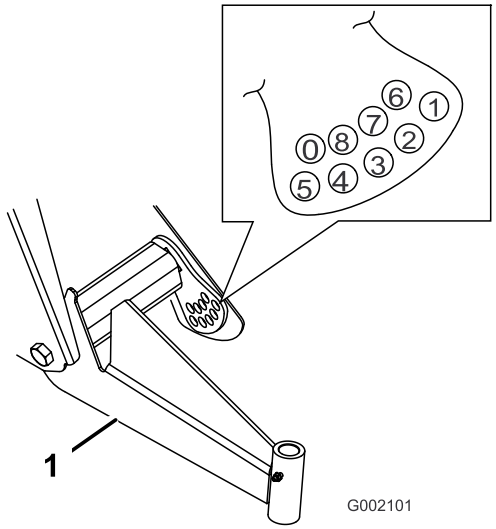

**Figure 43**
**Note:** The A-arms are made with rubber and have different spring rates. Because of the different spring rates, the A-arms come adjusted from the factory based on that spring rate. Generally the adjustment bolts will be installed in hole number 2, 3, or 4 (Figure 43) and it may be different from the left side (driver side) to the right side (passenger side). If the A-arms look like they are sagging, then they should be adjusted to the next higher number (Figure 43). Each hole equals about 3/4 inch (19 mm) of adjustment at the wheel. You will also need to do this if you are adding heavy attachments or carrying heavy loads often.